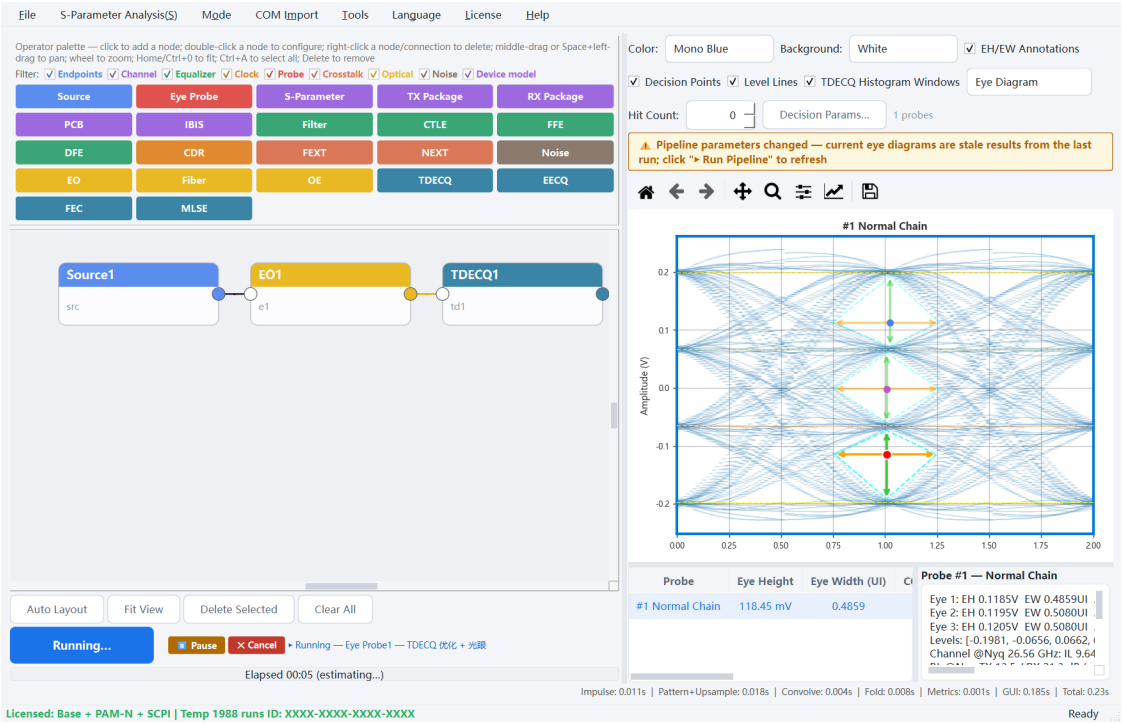

Fig. 8-2 A run in flight: progress bar + Pause / Cancel
Step 3 Long runs (optical / TDECQ / FEC) take a while — while a run is in flight, a **progress bar** below the canvas shows percent, elapsed and estimated remaining time, the status line names the current stage, and the "**■ Pause**" / "**✕ Cancel**" buttons freeze or stop the run at any time (Fig. 8-2). Cancelling does not consume a trial run; the previous results stay on screen.